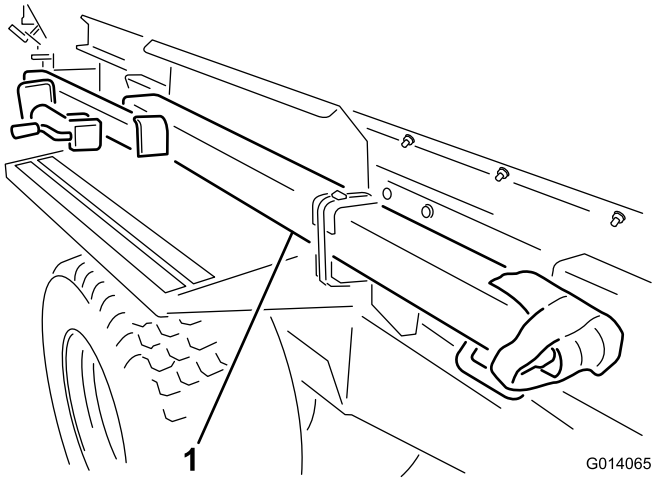

**Figur 3**
3. Ta festet ut av forsendelsesstilling ved å kutte begge remmene som fester festet til skjermen (Figur 3). Ta av begge monteringsbrakettene fra skjermen og kast dem.